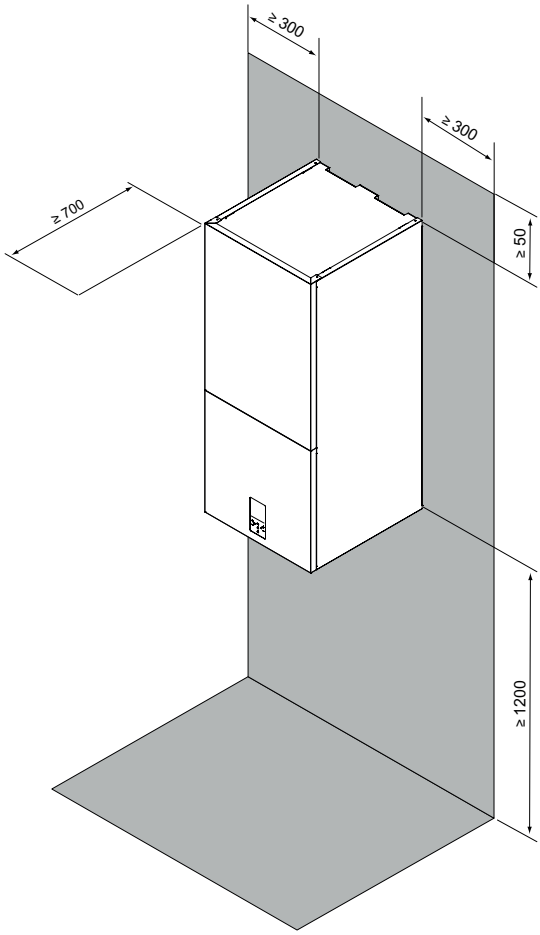

rys. 9 - minimalna strefa robocza dla jednostki wewnętrznej
- Przestrzeń wokół jednostki jest wystarczająca do przeprowadzenia konserwacji, patrz rys. 9.